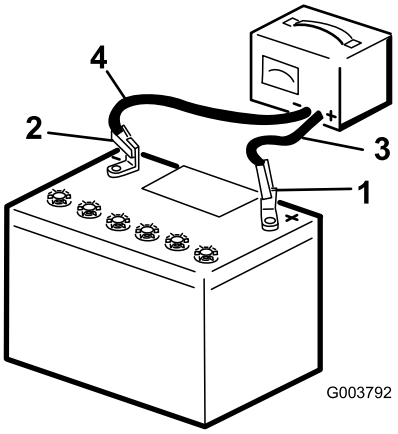

Rysunek 78
3. Podłącz ujemny przewód ładowarki do ujemnego bieguna akumulatora (Rysunek 78).
5. Gdy akumulator zostanie w pełni naładowany, należy odłączyć ładowarkę od gniazdka elektrycznego, a następnie odłączyć przewody ładowarki od biegunów akumulatora (Rysunek 78).